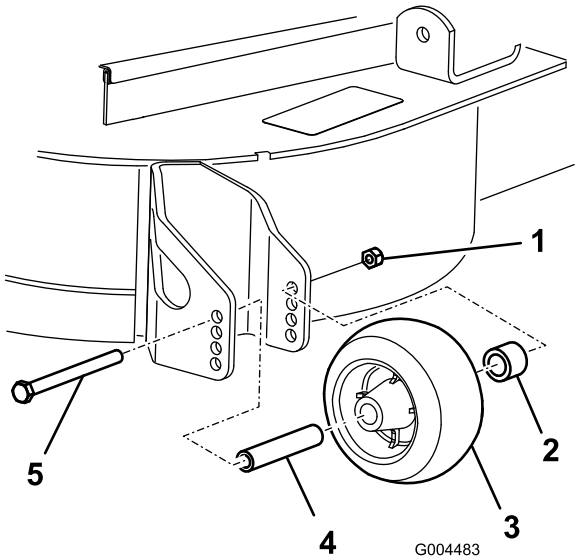

Figur 22
3. Etter å ha justert klippehøyden, juster valsene ved å fjerne flensmutteren, hylsen, avstandsstykket og bolten (Figur 22).
Merk: Stram til med et moment på 54–61 Nm (Figur 22).